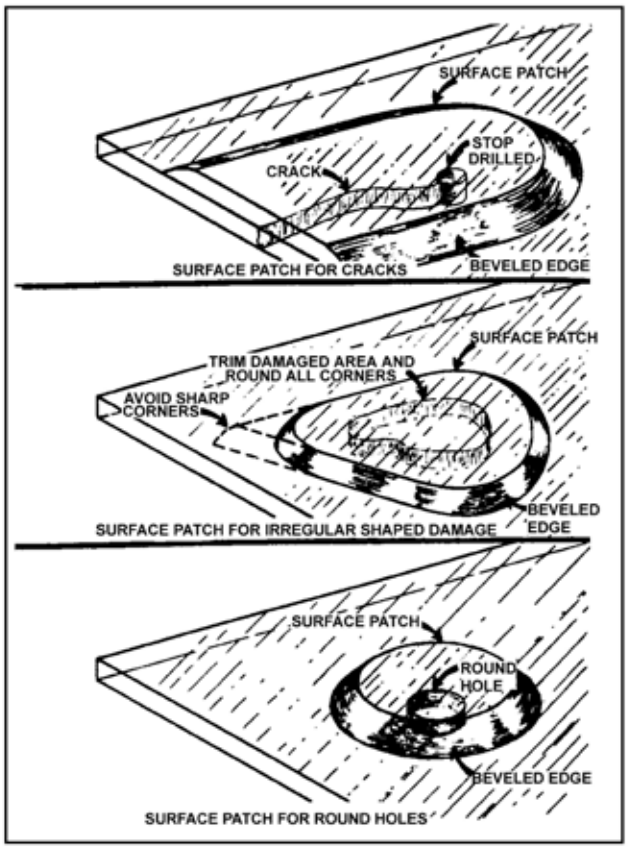

FIGURE 3-22. Surface patches.
a. Surface Patch. If a surface patch is to be installed, trim away the damaged area and round all corners. Cut a piece of plastic of sufficient size to cover the damaged area and extend at least 3/4 inch on each side of the crack or hole. Bevel the edges as shown in figure 3-22. If the section to be repaired is curved, shape the patch to the same contour by heating it in an oil bath at a temperature of 248 to 302 °F, or it may be heated on a hot-plate until soft. Boiling water should not be used for heating. Coat the patch evenly with plastic solvent adhesive and immediately place it over the hole. Maintain a uniform pressure of 5 to 10 psi on the patch for a minimum of 3 hours. Allow the patch to dry 24 to 36 hours before sanding or polishing.